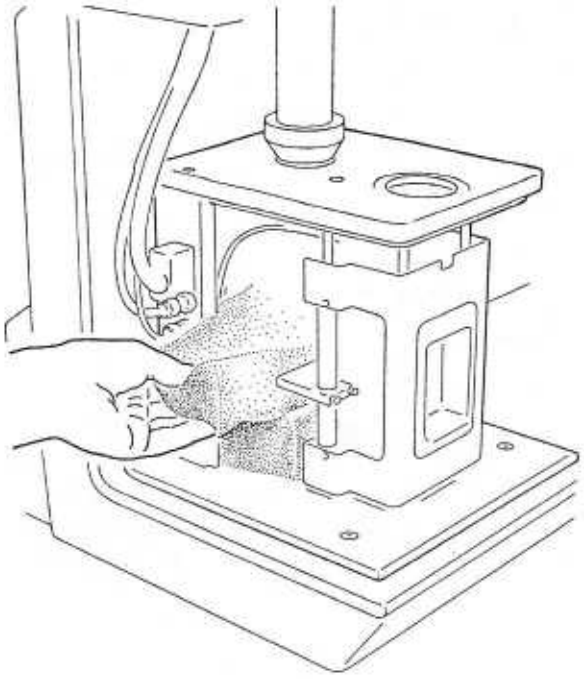

Bild 6
12. Stellen Sie sich vor die linke Seite des TMA. Drücken Sie den mittleren Schaumstoffklotz ein wenig zusammen, während Sie ihn nach links herausziehen (s. Abb. 6).